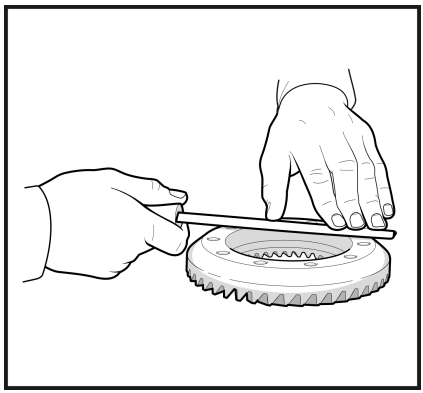

Рис. 15
2.3 Обработайте с помощью напильника посадочную поверхность ведомой шестерни и корпуса блокировки, чтобы удалить выступы и забоины вокруг отверстий и резьбы. (**Рис. 15**)